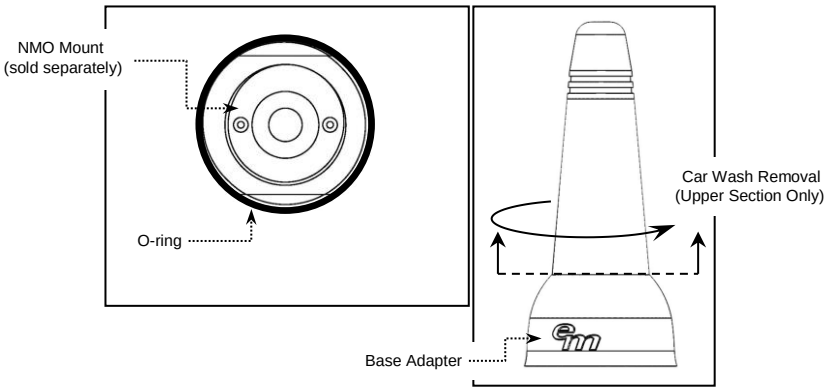

Fig. 4
C. **CAR WASH REMOVAL (Fig. 4):** Using one hand, hold the antenna at the base adapter with a firm grip. Using the opposite hand, detach the upper radiator section **only** by unthreading with a Counter Clockwise (CCW) rotation from the base adapter. **Note:** Leave the NMO Base Adapter attached to the NMO mount to protect the mount from water and debris.